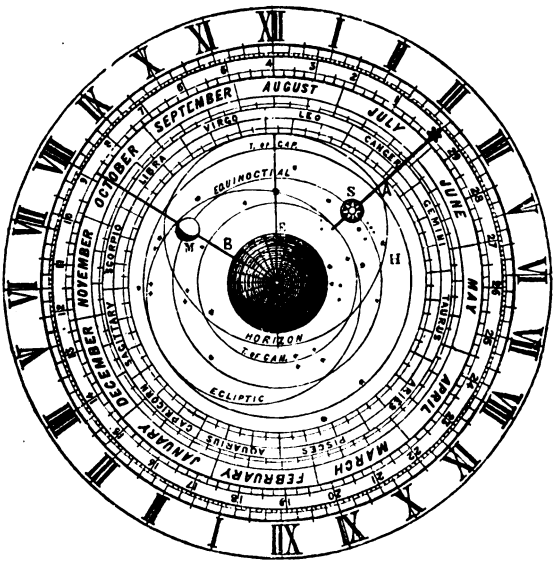

Fig. 1.
(2) A clock with the hour circle divided into 24.
Ferguson's Astronomical clock is shown in Figs. 1 and 2. Fig 1 is the dial, which is made up of four pieces. (1) The outer ring divided into the 24 hours of a day and night, and each hour sub-divided into 12, so that each sub-division represents 5 mins. of time. (2) The age-of-the-moon ring, lying in the same plane as the hour ring, is divided into 29·5 equal parts, and carries a *fleur-de-lis* to point out the time on the hour circle. A wire (A) continued from the *fleur-de-lis* supports the sun (S). (3) Within, and a little below, is a plate, on the outer edge of which are the months and days of the year; further in is a circle containing the signs and degrees of the ecliptic. Further in, on the same plate, the ecliptic, equinoctial, and tropics are laid down, as well as all the stars of the first, second, and third magnitude, according to their right ascension and declination, those of the first magnitude being distinguished by eight points, the second by 6, and the third by 5. (4) Over the middle of this plate, and a little above it,